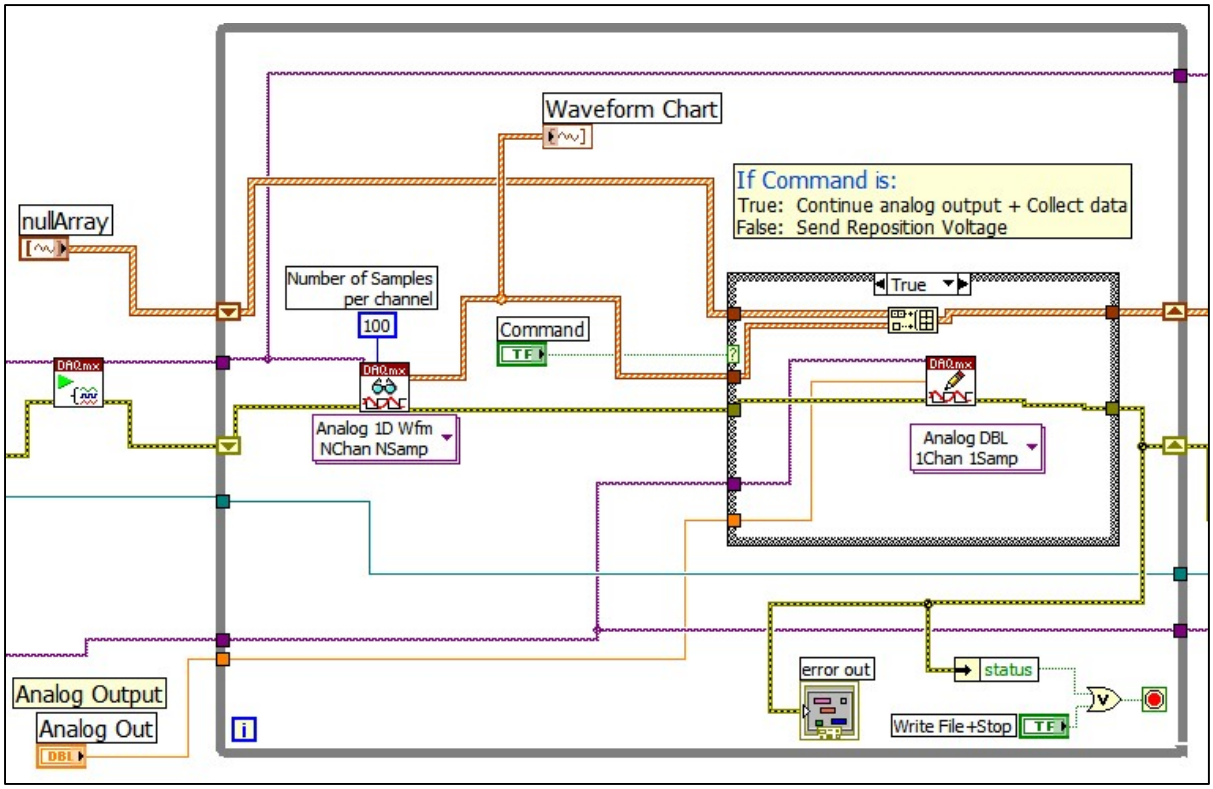

Fig. 5. The Data Acquisition Segment with the Command Button ON
- The ***amount of data*** collected (and size of the data file) is dependent on the amount of time the user leaves the Command button ON. The block diagram of this segment with the Command button ON is shown in Fig. 5.